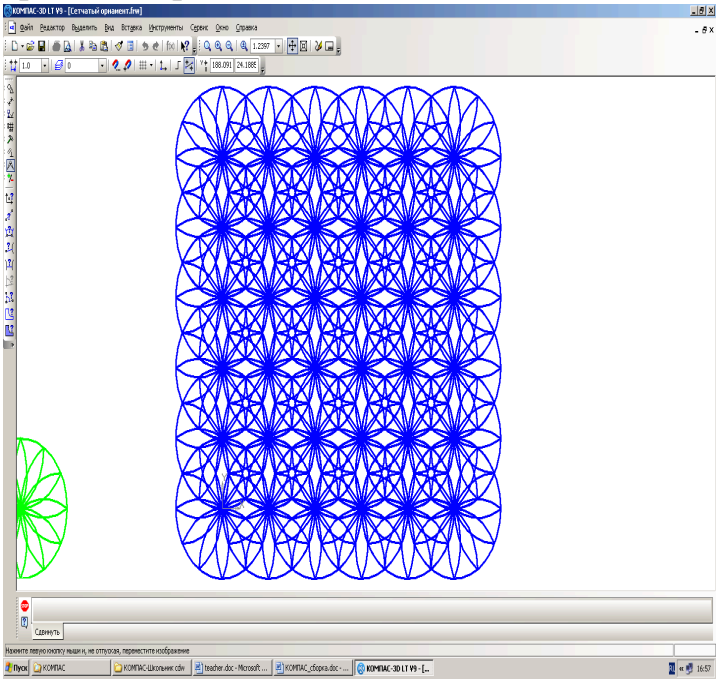

Рис. 8.21.
4) количество копий по каждой из осей – 6. После выполнения задания вы должны получить сетчатый орнамент (рис. 8.21).